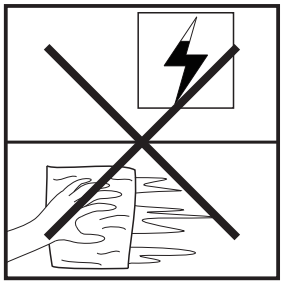

Fig.2
17.Do not wipe the furnace body with a damp cloth when it is powered on as shown in Fig.2.